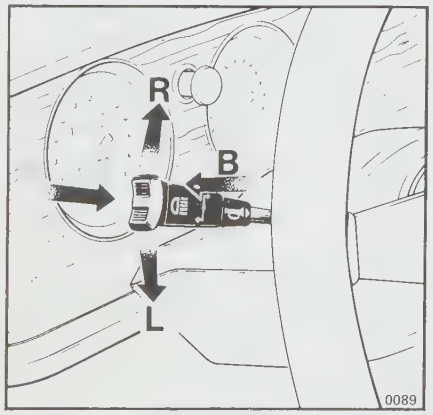

Fig. 2
Combination Switch (3) (Fig. 2)